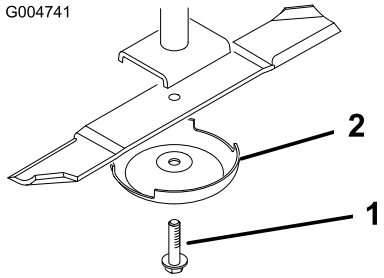

Figuur 81
2. Pak het uiteinde van het mes vast met een doek of een dikke, gevoerde handschoen. Verwijder de mesbout, de antiscalpeercup en het mes van de as (Figuur 81).